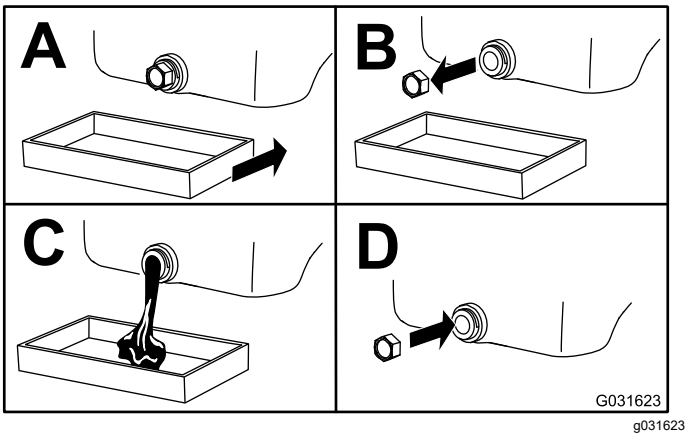

Figura 50
3. Cambiate l'olio motore come mostrato in Figura 50.